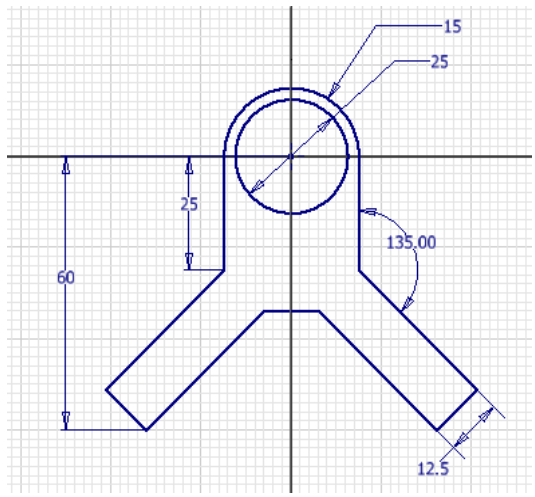

Figure 3-66 *The final dimensioned sketch for Tutorial 4*
1. Choose **Dimension** from the **Constrain** panel of the **Sketch** tab and select the circle. Place the diameter dimension below the arc dimension. Enter **25** in the **Edit Dimension** toolbar and then press ENTER. This completes the sketch for Tutorial 4. The final dimensioned sketch is shown in Figure 3-66.